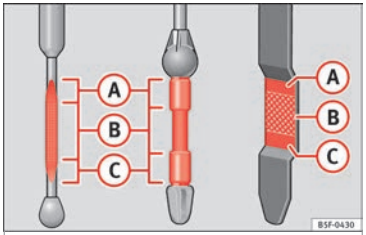

Fig. 240 Engine oil dipstick.
– Then pull it out once more and check the oil level ››› **Fig. 240**. Top up with engine oil if necessary.
If the oil level is above area ››› Fig. 240 Ⓐ, do not start the engine. This could result in damage to the engine and catalytic converter. Contact a specialised workshop.
The oil level must never be above area ››› Fig. 240 Ⓐ. Otherwise oil can be drawn in through the crankcase breather and escape into the atmosphere via the exhaust system.